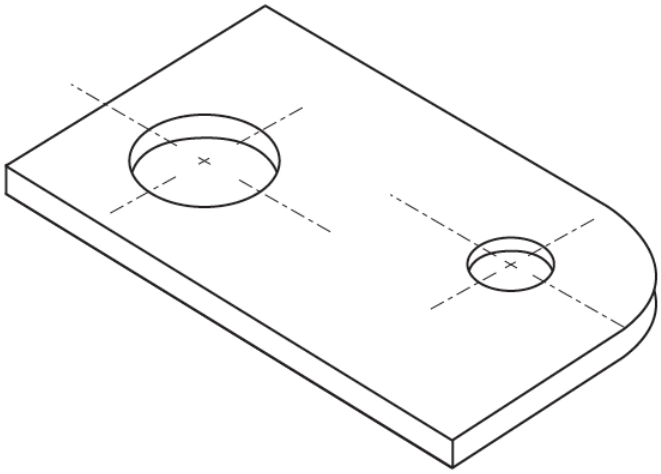

Figure 7.1.1: Gasket
1. Sketch one orthographic view of the object shown pictorially in Figure 7.1.1. Remember that the holes in the gasket are circular (not elliptical as they appear in the three-dimensional sketch shown). Add a title block with the following: